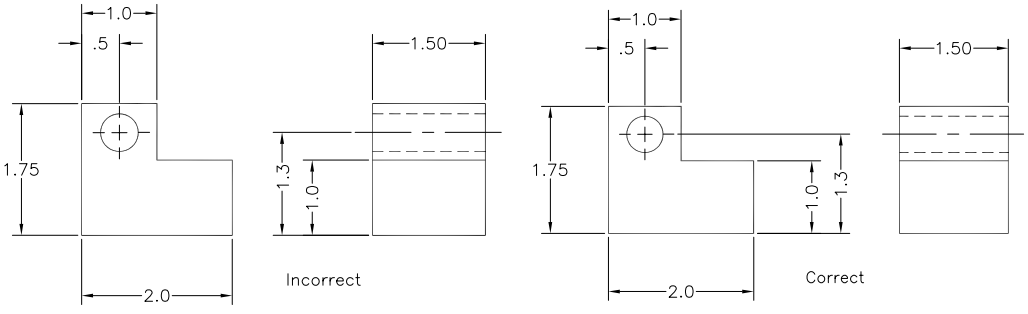

Figure 35-36 *Dimensions should be given where they are obvious*
10. The dimensions must be given where the feature that you are dimensioning is obvious and shows the contour of the feature (Figure 35-36).